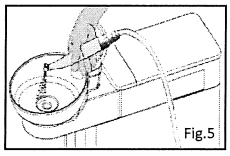

Fig.5
3. Hold the handpiece over the cuspidor or over a waterproof container on main dental unit with sufficient capacity and press the purging key on the main dental unit. Setting time to clean and disinfect the waterlines base on manual instruction of main dental unit. (Fig.5)